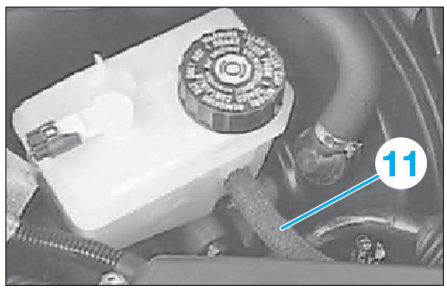

Fig. 15
• Aspirer le liquide de frein jusqu'au niveau du flexible d'alimentation du circuit hydraulique d'embrayage **(Fig.15)**.
• Débrancher le flexible d'alimentation (11) du réservoir.